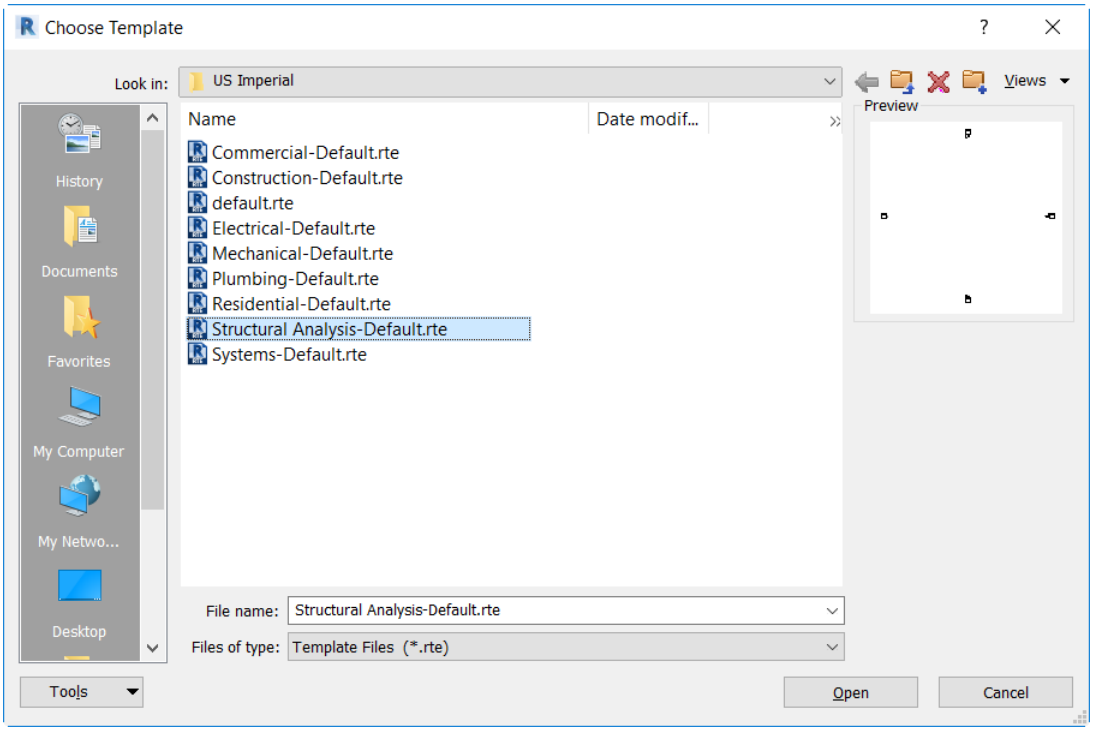

Figure 2-32 *The* ***Choose Template*** *dialog box*
2. In the **Choose Template** dialog box, the template file **Structural Analysis-Default.rte**, as shown in Figure 2-32, is selected as the default template file in the **US Imperial** folder. In **US Metric** folder, default template file is **Structural Analysis-DefaultMetric.rte**. Choose the **Open** button to assign the selected template file to the **New Project** dialog box.